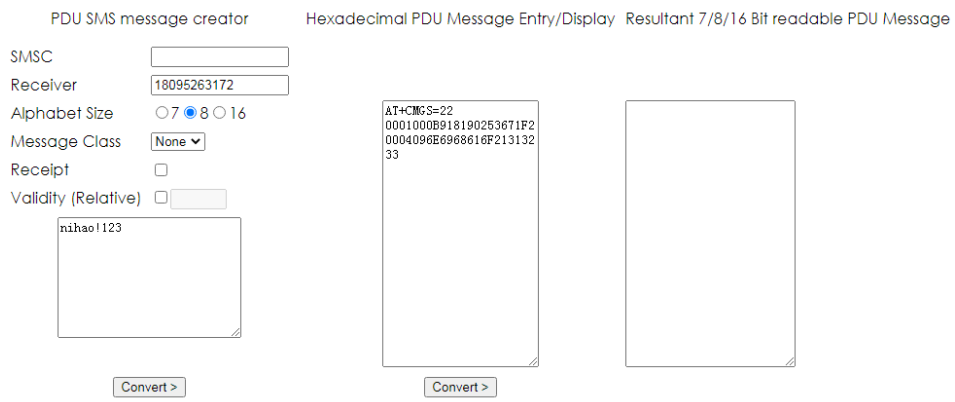

Figure 28 PDU Code conversion
3. Use the PDU encoding tool to convert the content to be sent into a PDU code. For example, if the content to be sent is hello, the conversion into a PDU code is shown in Figure 28.
Edit the content behind ">" in the SSCOM tool display bar as shown in Figure 28: "0891683108200905F031000B815108927517F40011FF09EE343AFC0EC56433" press CTRL+Z to send the message (after the ">" appears when sending a PDU message, uncheck "Send new line", and then input the PDU code, press CTRL+Z to send a message).